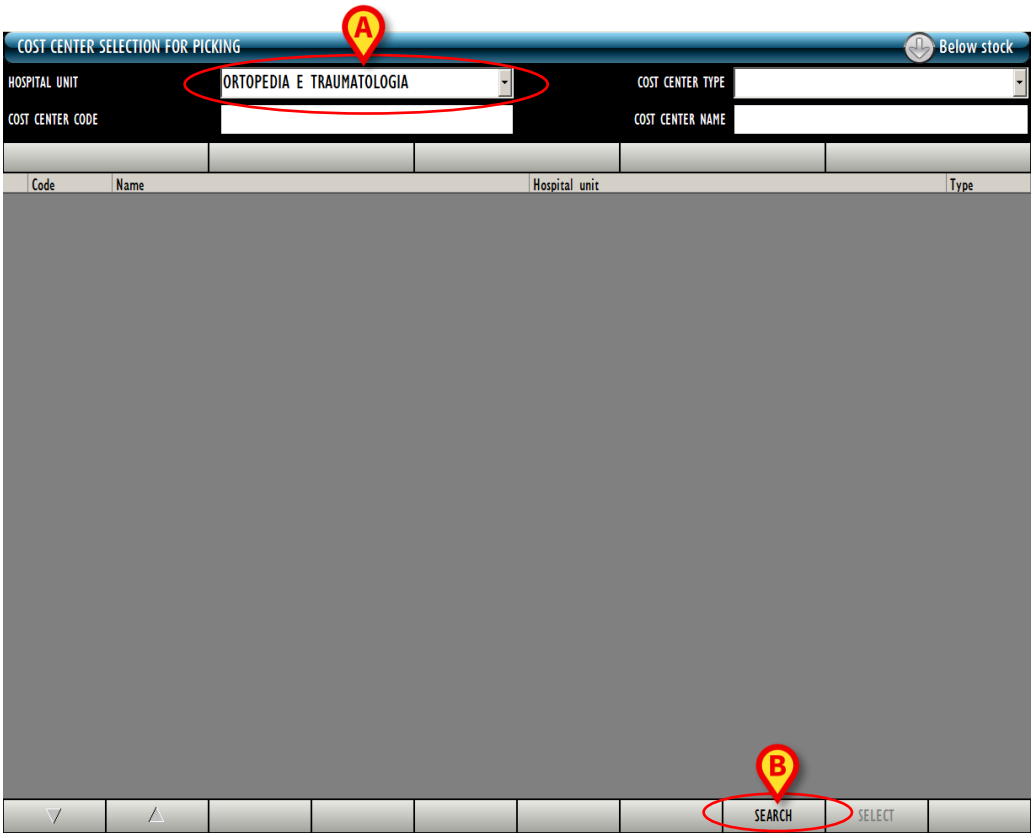

Fig 71 - Cost centers attribution for resource picking
- Click the icon on the lateral bar to access the cost center selection screen (Fig 71).
- Specify, in the filters, the available data of the wanted cost center. In Fig 71 **A** the Hospital Unit "Ortopedia e Traumatologia" is specified.
- Click the **Search** button on the command bar (Fig 71 **B**).